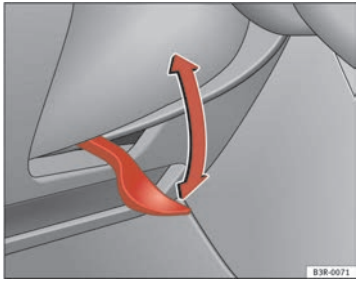

Fig. 136 Lever beneath steering column
– Push the lever ⇒ fig. 136 down ⇒ ⚠.